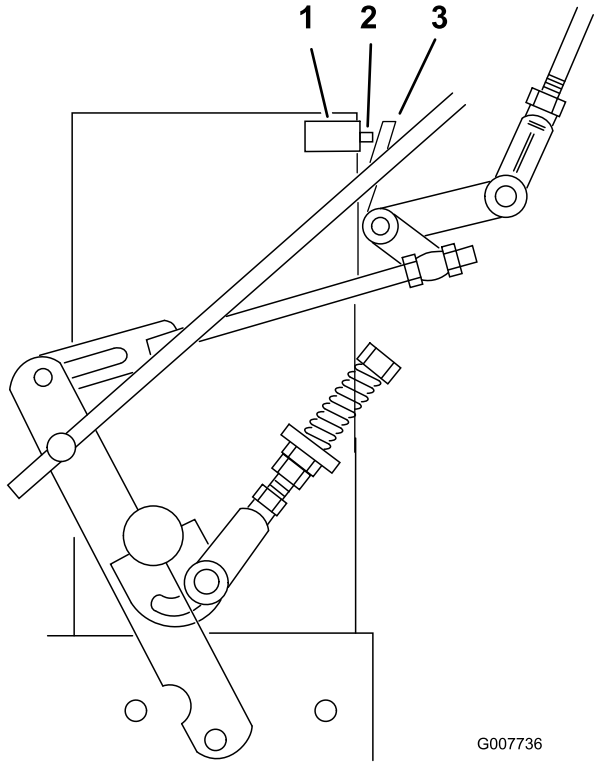

Figur 31
7. Kontrollera att säkerhetsbrytaren är intryckt och att det är ett mellanrum på 8 mm mellan omställartungan och brytaren. (Figur 31).
8. Justera vid behov brytarens placering för att skapa ett mellanrum på 8 mm (Figur 31).